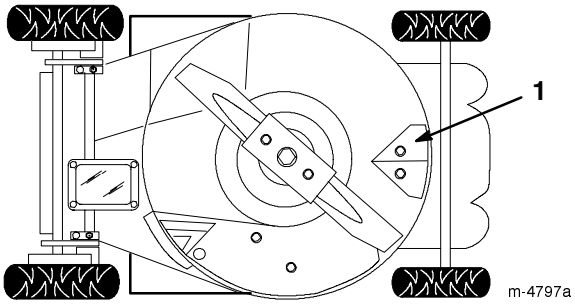

Bild 17
Halten Sie die Unterseite des Schneidwerks sauber. Achten Sie besonders darauf, die Kickerplatten sauber zu halten (Bild 17).
4. Kippen Sie den Rasenmäher auf seine **linke** Seite (Bild 17).